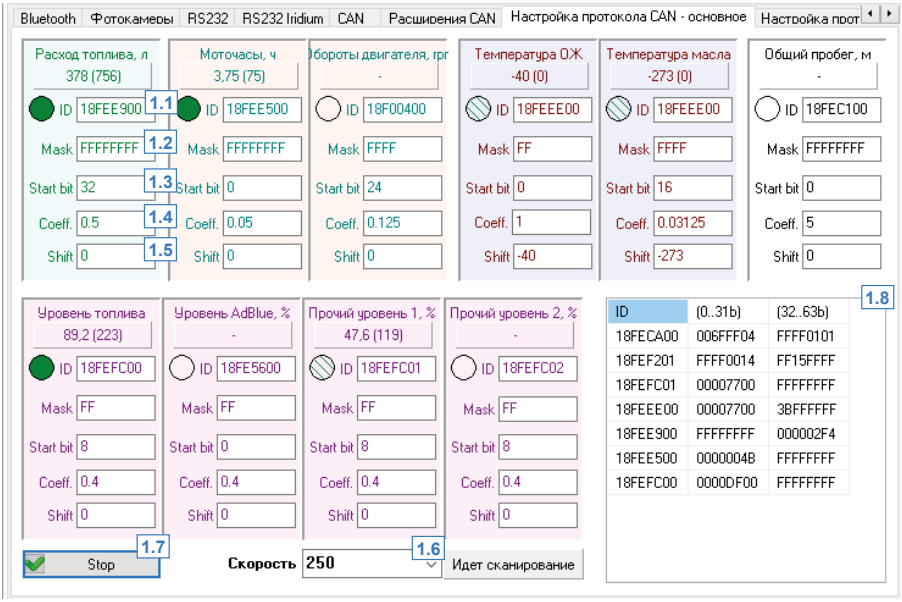

Рис.63. Вкладка «Настройка протокола CAN – основное».
Перейдите на вкладку «Расширения CAN» и включите опцию «Использовать простую настройку CAN», если она отключена. Вам будет доступно меню настройки расширенных записей CAN (Рис.63).
После настройки записей CAN рекомендуется подключить контроллер «АвтоГРАФ» к шине CAN ТС и выполнить сканирование для того, чтоб убедиться в корректности заданных настроек. Для этого необходимо нажать кнопку «Start» **(Рис.63, п.1.7)** – в процессе сканирования на вкладке отображается сообщение «Идет сканирование». Для завершения сканирования необходимо нажать кнопку «Stop», которая отображается вместо кнопки «Start» во время сканирования шины.
Все данные, полученные в процессе сканирования появятся в таблице 1.8 **(Рис.63)**. Для каждой записи указывается его идентификатор (ID), сами данные отображаются по 32 бита: от 0 до 31 бита и от 32 до 63 бита.